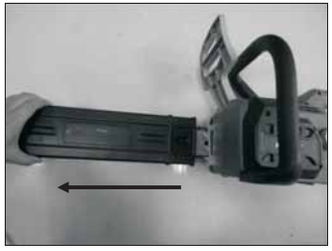

Fig.7A Fig.7B
6.2 REMOVA A CAIXA DE PROTEÇÃO DA LÂMINA ANTES DA OPERAÇÃO. (FIG.7A / FIG.7B)